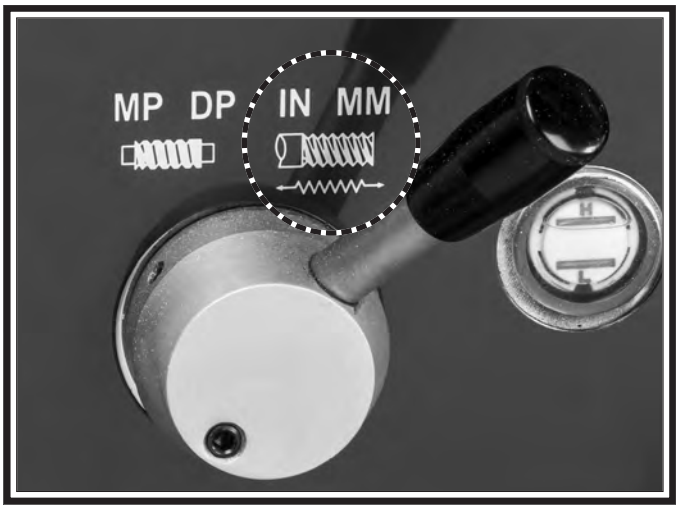

Figure 49. Feed mode lever (IN MM mode).
2. Move Feed Mode lever to **IN MM** position shown in **Figure 49**.